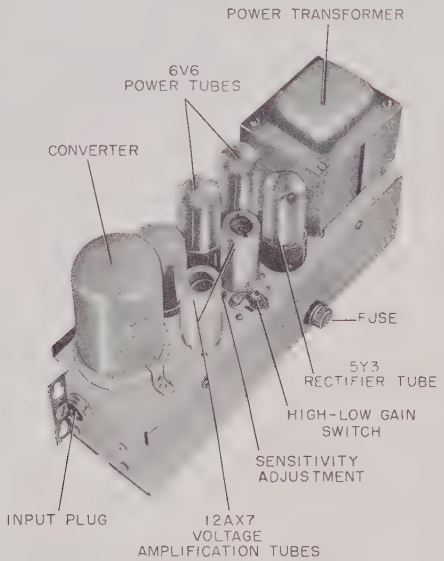

Figure 1. Amplifier Assembly
**a. AMPLIFIER SENSITIVITY AND DAMPING.** The high speed performance of this instrument makes the amplifier sensitivity and damping adjustments both critical and interdependent; refer to Figures 1 and 2 and adjust as follows: